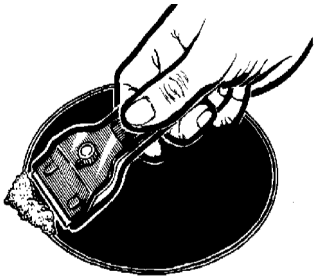

Рисунок 4.
- Пригоревшие остатки пищи необходимо удалить с помощью специального скребка (рисунок 4). Будьте осторожны и внимательны при использовании скребка, чтобы не поранить руки.